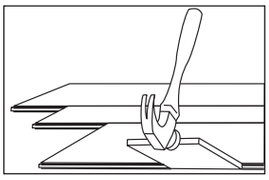

Figure 11
- Il sera peut-être nécessaire d'aligner le produit à l'aide d'une chute, tel qu'illustré (figure 11 – maintenez l'angle de la chute bas pour éviter d'endommager les bords).